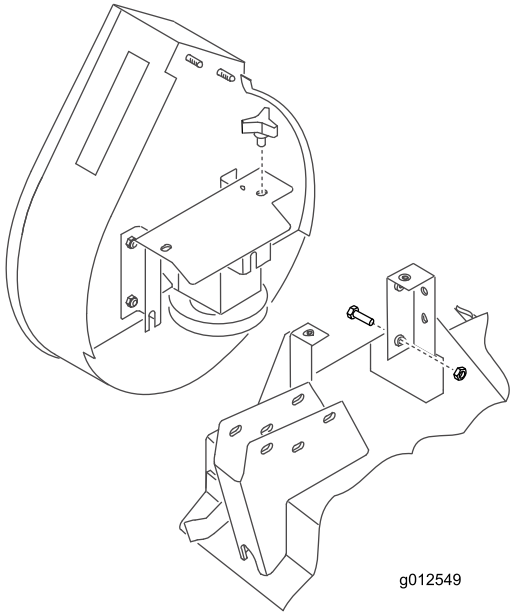

Figura 21
2. Fate scorrere il soffiatore sui perni di allineamento delle staffe di montaggio (Figura 21) mentre disponete la cinghia attorno alla puleggia del soffiatore.